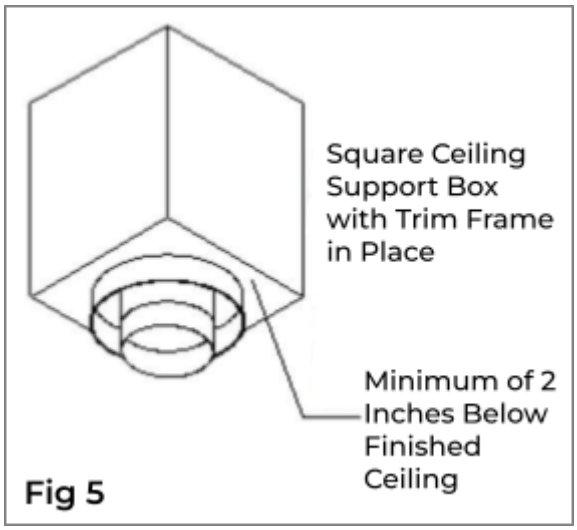

Fig 5
3. **Flat Ceiling Support Box Installation:** For a flat ceiling installation, use the Square Ceiling Support Box and Trim. The bottom of the Square Ceiling Support Box must extend at least 2 inches below the finished ceiling (measured to the bottom of the box not including the round adapter section, Fig 5).
Vaulted Ceiling Support Box Installation: For a vaulted ceiling installation, use the 24" or 36" Square Ceiling Support Box and Trim. The bottom of the Support Box must be a minimum of 2 inches below the finished ceiling at the lowest side of the penetration (measured to the bottom of the box not including the round adapter section, Fig 5).
Cathedral Ceiling Support Box Installation: For a cathedral ceiling installation, use the 24" or 36" Square Ceiling Support Box and Trim. The bottom of the Support Box must be a minimum of 2 inches below the finished ceiling at the lowest side of the penetration (measured to the bottom of the box not including the round adapter section, Fig 5).